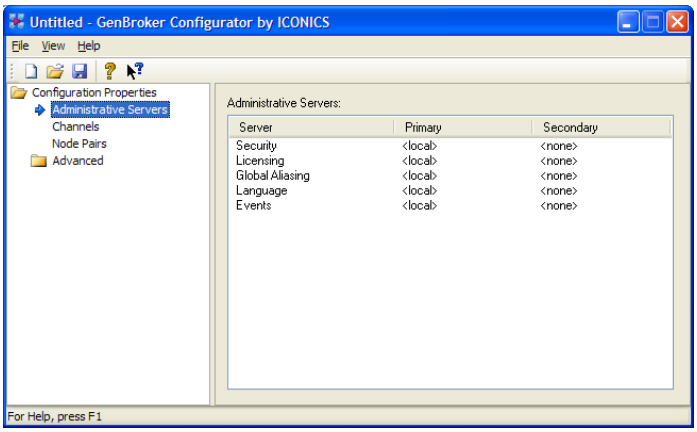

Figure L8.7: Remote Servers Pointing to the Local Node
8. Highlight **Administrative Servers** on the left-hand pane to view the remote server settings on the right. The license, security, etc. are all local on this machine, so all remote servers should be left as local, as shown in **Figure L8.7.**